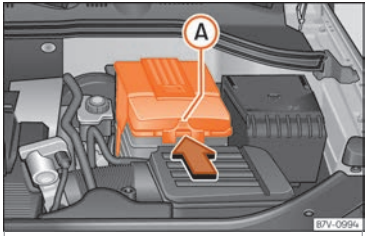

Fig. 298 In the engine compartment: remove the lid from the vehicle's battery.
- *In the case of a lid:* press the tab ››› Fig. 298 (A) in the direction of the arrow and pull the cover upwards.